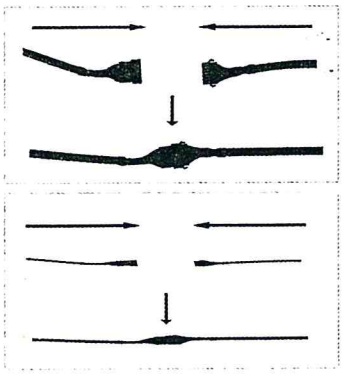
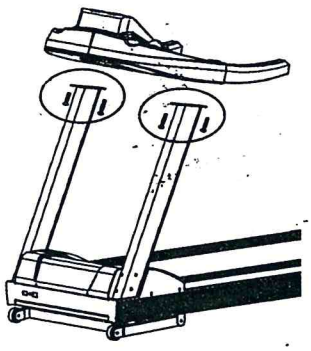

Figure 3
Figure 4
2. Connect the cable of monitor with the cable of Left , Right Upright (see figure 3), fix the monitor on the Left , Right Upright by inner hexagon key S6.(See figure 4)